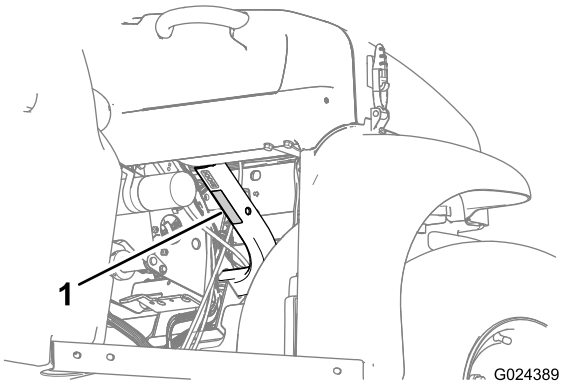

Figura 22
- Osservate la capacità di carico della macchina e limitate il peso del carico da trasportare nel cassone come descritto in Specifiche (pagina 17) e sull'etichetta del peso lordo del veicolo riportata sulla macchina (Figura 22).